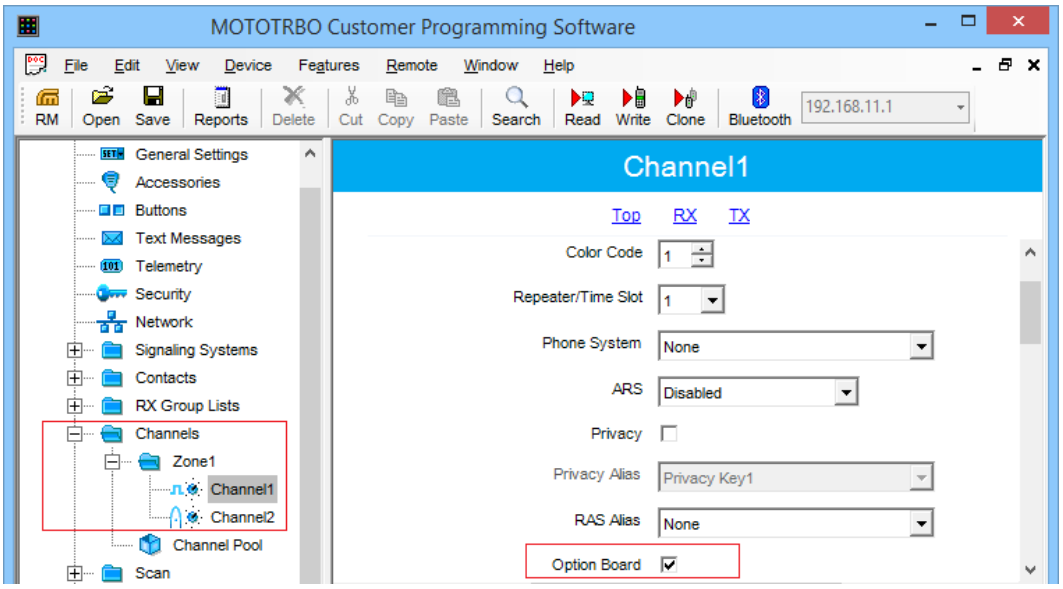

Figure 5: Enabling the option board capability
5. For all channels on which the radio should work through the option board, select **Option Board** in the right pane (Figure 5).